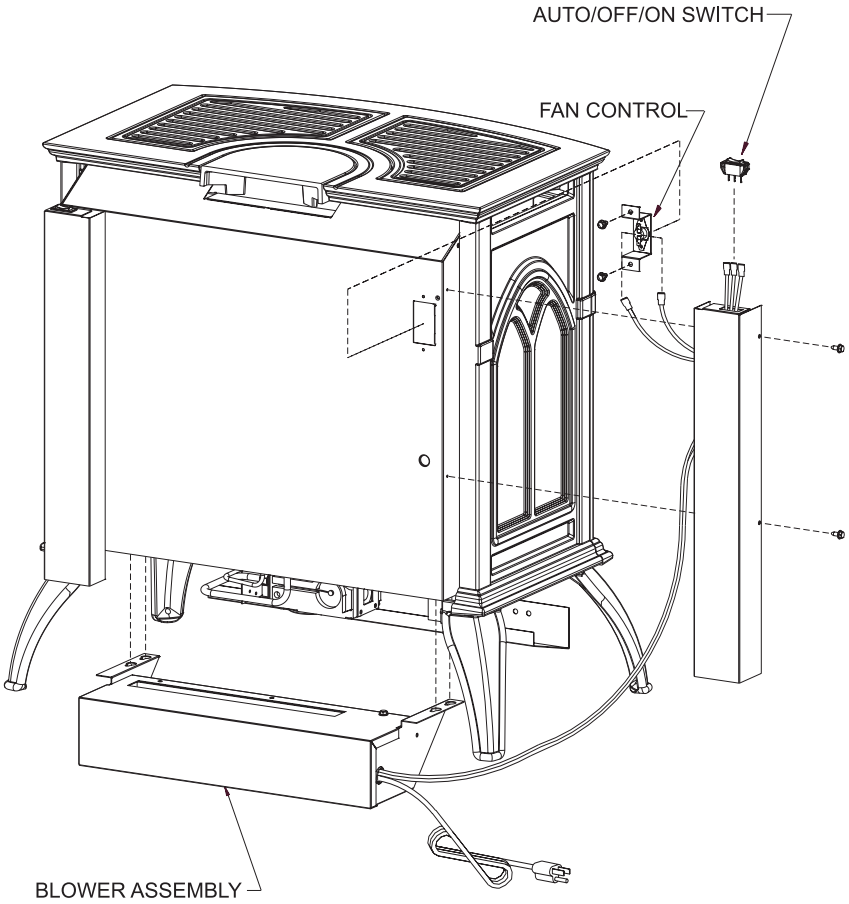

Figure 26 -VFD20CC shown
4. Remove wire channel-left from appliance by removing two 10 x 1/2" screws on left side of the appliance. ***NOTICE***: Some units require a new wire channel. If Rheostat mounting holes are missing from part removed from unit, discard wire channel removed from unit and continue installation with appropriate wire channel shipped with blower. See Figure 26.
13. Bend the fan control tab, located on the left side of the back of the unit, inward toward the unit. See Figure 26. Be sure tab is bent at least 90 degrees to allow fan control bracket to slide into slot.